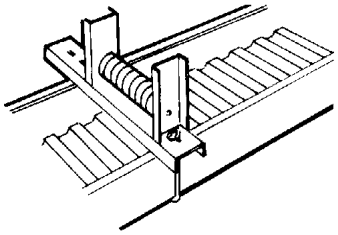

Figure 5.4
a. On horizontal straight runs, the cables generally ride on rollers mounted in or on the cable tray (See Figure 5.4). These rollers should be properly spaced dependent on the size and weight of the cable to prevent the cable from sagging and dragging in the cable tray during the pull. Contact the cable manufacturer for information regarding proper roller spacing.